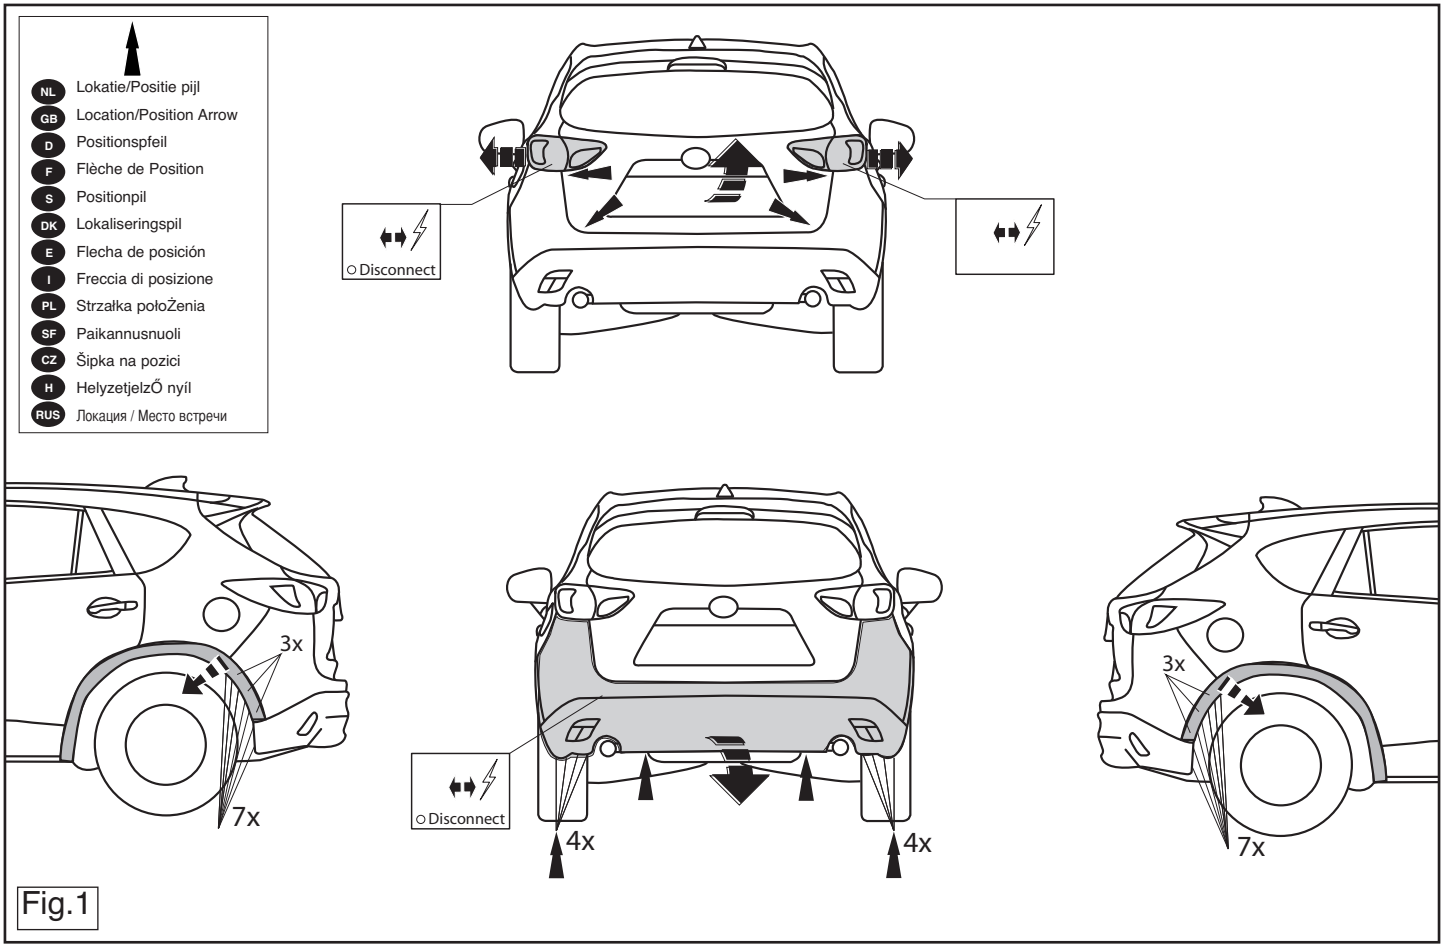

Fig.1
1. Снять задние фары и бампер. См. рисунок 1.